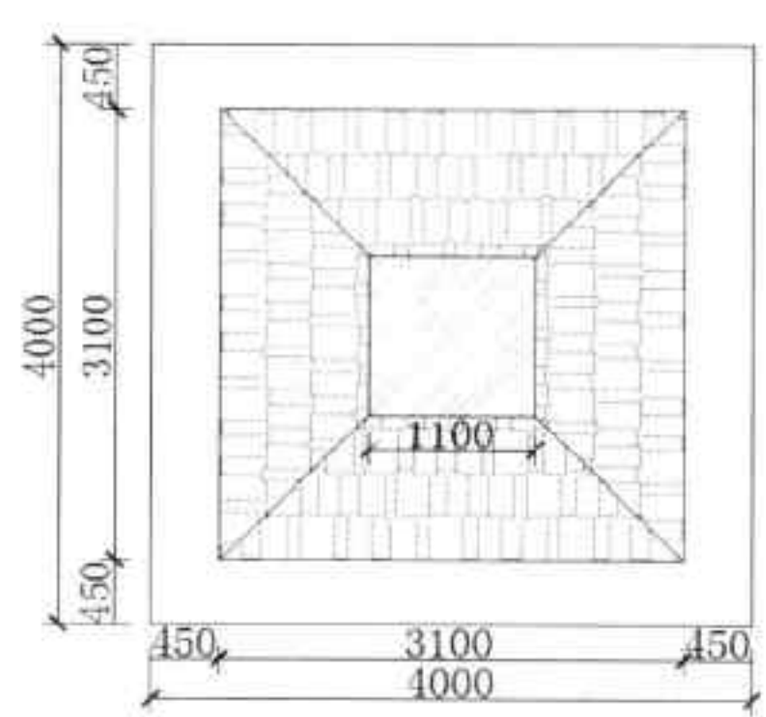

图20-10 尺寸标注
Step 10 执行“标注 > 线性”命令，对图形进行尺寸标注，如图 20-10 所示。